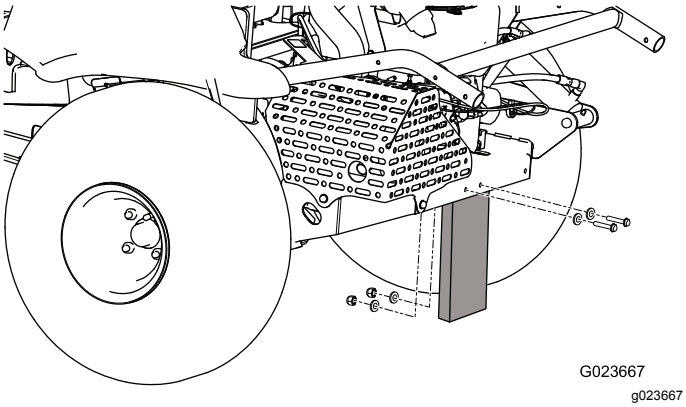

Рисунок 3
2. Удалите гайки, болты и шайбы, которые крепят транспортировочный кожух к задней части машины (Рисунок 3).